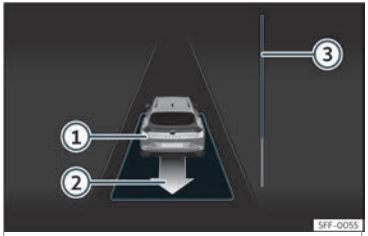

Abb. 179 Am Bildschirm des Kombi-Instruments: parallel zur Fahrbahn ausparken.
- Fahren Sie rückwärts, bis das Dauertonsignal des ParkPilot ertönt; **ODER:** fahren Sie zurück, bis am Bildschirm des Kombi-Instruments die Anzeige zur Vorwärtsfahrt erscheint. Die Fortschrittsanzeige ››› **Abb. 179** ③ zeigt den zurückzulegenden Abstand an››› **Seite 295** .